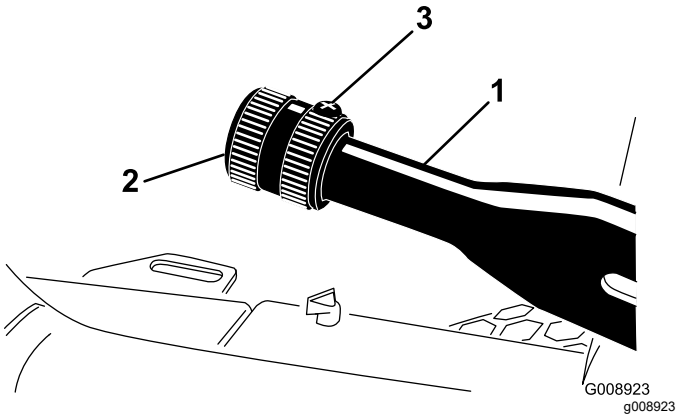

Figur 61
1. Løsne setteskruen som festen knotten til parkeringsbremsespaken (Figur 61).